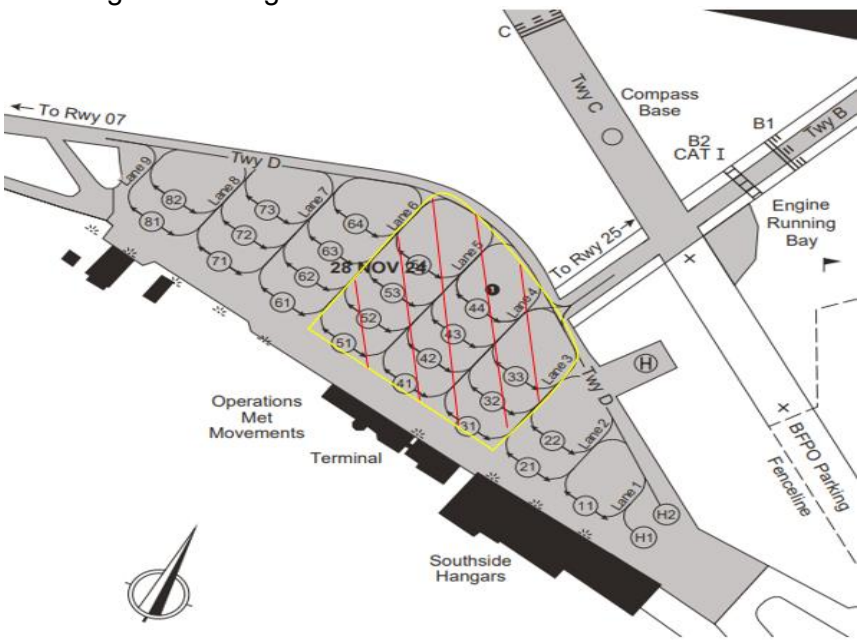

Figure 5 - Limited Noise and Movement Embargo Area
3. Where practicable, the parking plan will keep adjacent lines (see Fig 5 as an example) clear of aircraft during the embargo.